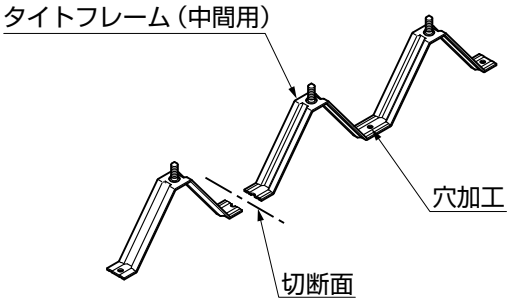

図4-5
①タイトフレーム（中間用）を穴加工の真ん中で切断してください。（図 4-5 参照）